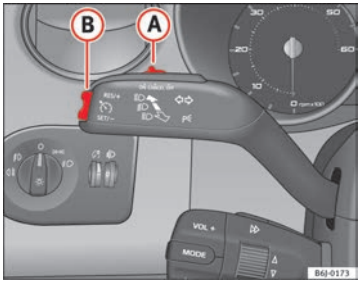

Fig. 113 Turn signal and main beam headlight lever: switch and rocker switch for the cruise control
– Press the upper part **RES** of the rocker switch ⇒ fig. 113 (B) to increase the speed. The vehicle will continue to accelerate as long as you keep the rocker switch pressed. When you release the switch, the new speed is stored.
Cruise control is switched off if you reduce speed by depressing the brake pedal. Reactivate the control by pressing once on the upper part of the rocker switch **RES+** ⇒ fig. 113 (B).